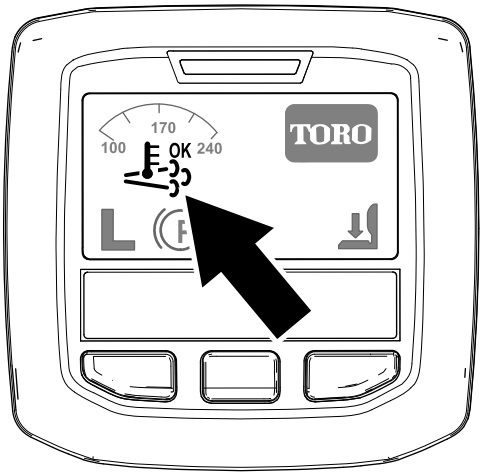

Figuur 38
- Het pictogram ondersteunde regeneratie verschijnt op het InfoCenter (Figuur 38).